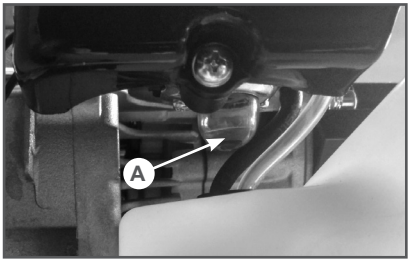

Рис. 3 Ручной топливный насос
4. Нажмите на ручной топливный насос 7-10 раз, до появления в насосе топлива и возникновения сопротивления при нажатии. Насос А находится в нижней части карбюратора под корпусом воздушного фильтра (Рис. 3).